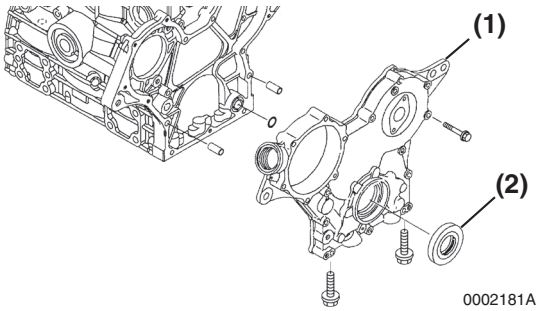

Figure 6-61
1. Remove the seal **(Figure 6-61, (2))** from the gear case cover **(Figure 6-61, (1))**.
2. Apply a continuous bead of ThreeBond Liquid Gasket No. 1212, Yanmar Part No. 977770-01212 to the outside diameter of a new oil seal **(Figure 6-61, (2)).**